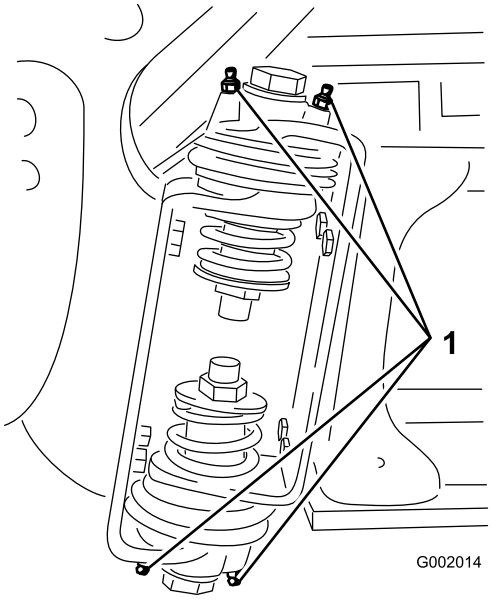

Figur 23
2. Pump fedt ind i lejet eller bøsningen ved hver nippel Figur 23.